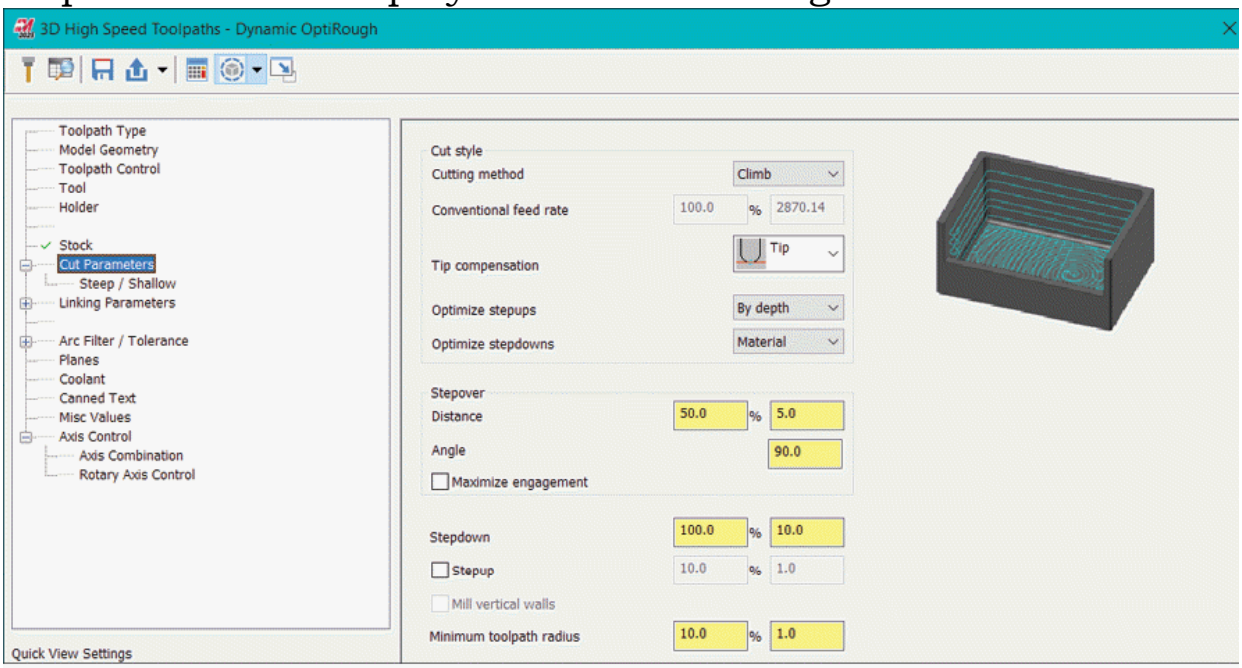

Figure-4. Cut Parameters page in Dynamic OptiRough dialog box
- Click on the **Cut Parameters** option from the left area. The options will be displayed as shown in Figure-4.